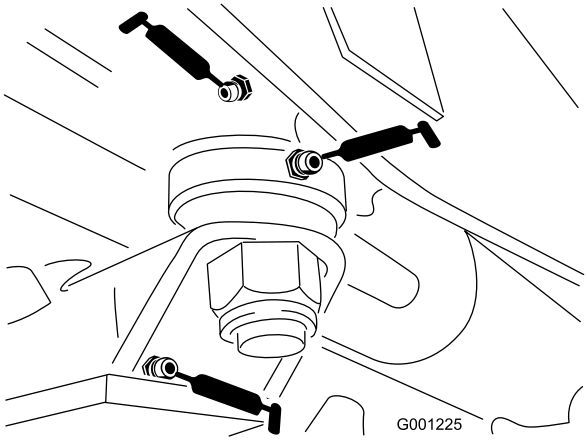

**Figur 44**
- Styrplattans bussningar (Figur 44)
- Axelstiftets bussning (Figur 44)